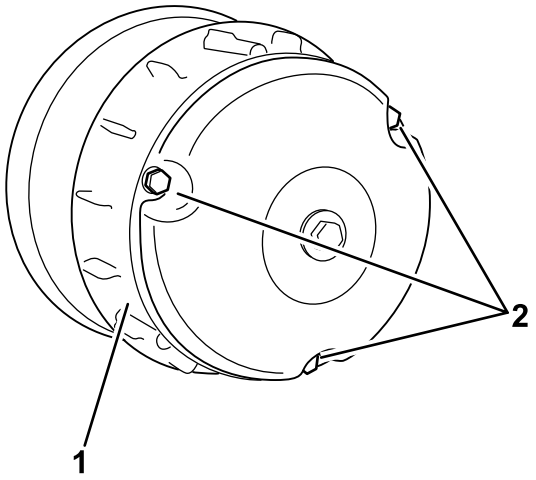

Figuur 61
2. Verwijder de 3 bouten waarmee de kap van de koppeling is bevestigd, en haal de kap weg (Figuur 61).
4. Plaats de kap van de koppeling en bevestig deze met de 3 bouten (Figuur 61) die u verwijderd hebt in 2.